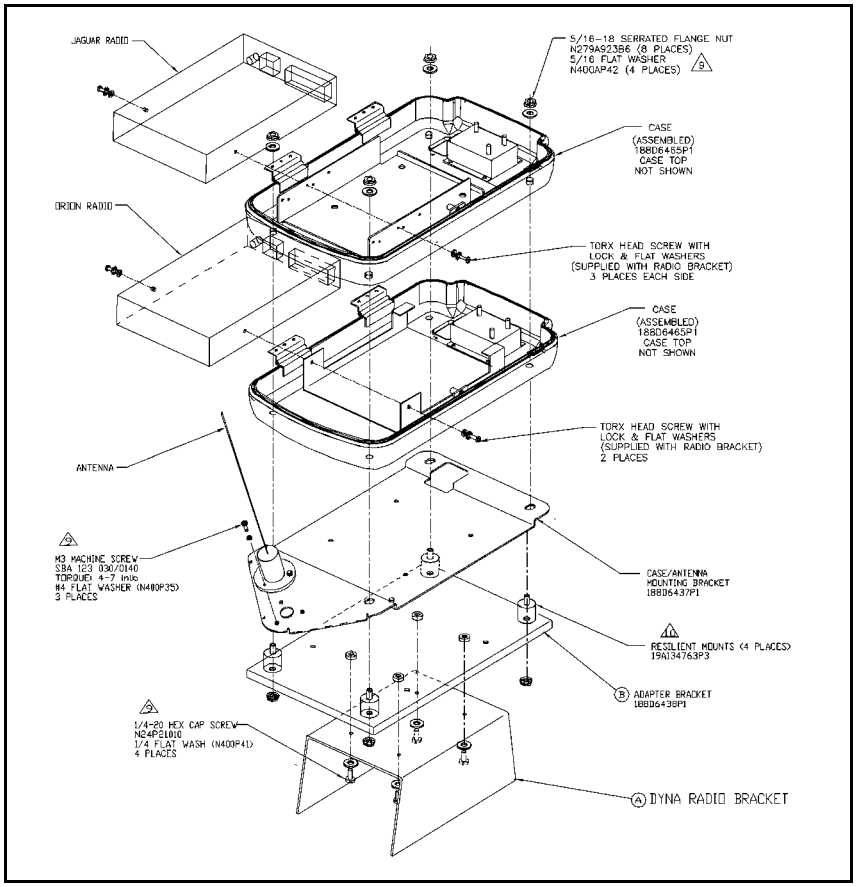
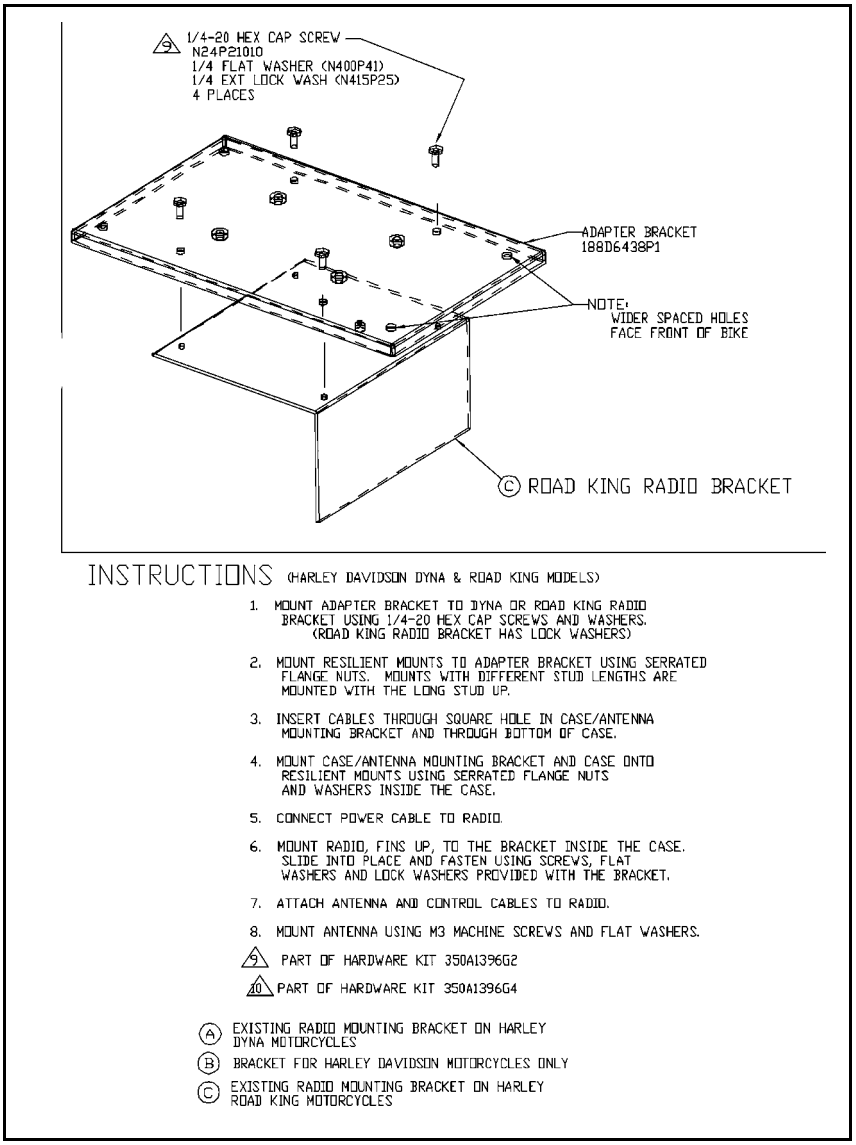

Figure 6-1: Radio Installation
Figure 6-2: Radio Installation
- Motorcycle Bracket (Motorcycle's interface with this Motorcycle Radio Case and associated hardware. Refer to Ⓐ and ⓒ in Figure 6-1 and Figure 6-2.)
The motorcycle Weather Resistant Case Assembly may be installed on almost any motorcycle. Installation instructions provided here include information for the Harley-Davidson Dyna and Road King models. Figure 6-1 and Figure 6-2 illustrate installation on Harley-Davidson motorcycles. Refer to these diagrams during installation. Installation on other motorcycles is at the discretion of the installer.
2. Refer to Figure 6-1 and Figure 6-2 and verify all components shown in the diagrams are available.
The interface radio mounting bracket (user supplied) for the Dyna and Road King models are different and require a different mounting hole configuration. See Figure 6-1 and Figure 6-2.